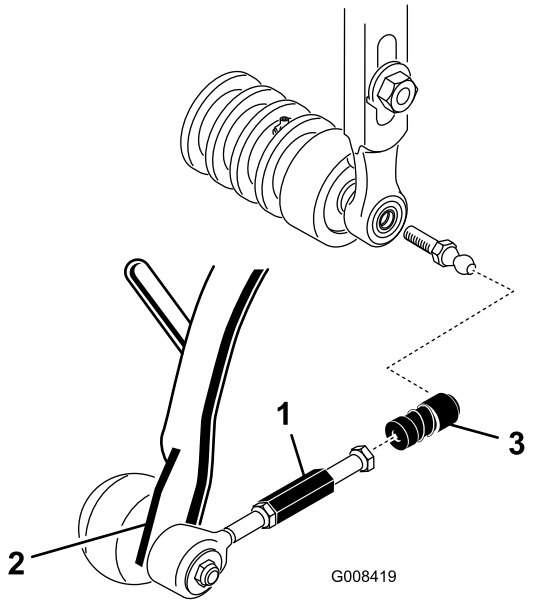

**Figur 11**
5. Før tilbake hylsen på hver kuleleddmottaker, og hekt fast mottakeren på kulebolten på klippeenheten (Figur 11).